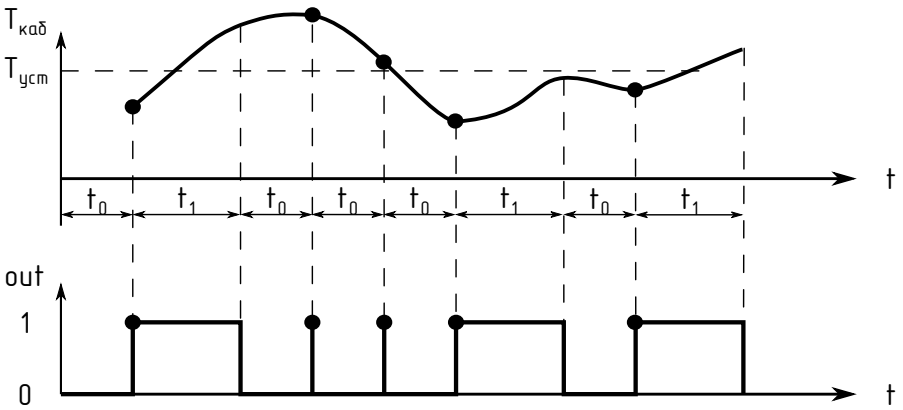

Рисунок 1.5 – Режим работы «По току саморегулирующегося кабеля»
– **«По току нагрузки» («By Load Current»)**. Периодическое включение линии в зависимости от тока через саморегулирующийся греющий кабель (см. рис. 1.5). В выключенном состоянии линии с определенным интервалом (T0) производится измерение мгновенного тока путем подачи кратковременных импульсов напряжения в нагрузку. Из полученного значения косвенно вычисляется температура кабеля путем интерполяции значений тока и температуры, полученных при настройке данного режима. Это значение температуры сравнивается с уставкой температуры и принимается решение о необходимости включения линии на заданное время (T1).